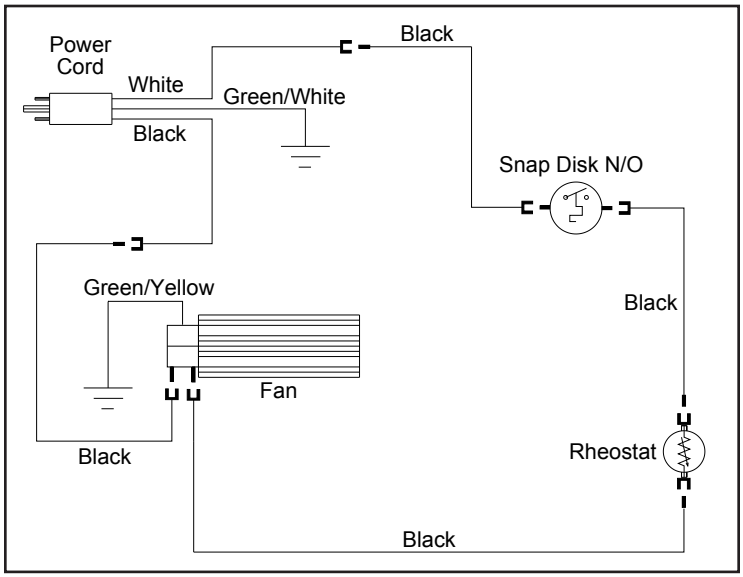

Figure 48: Wiring Diagram for Electric Fan.
4. Open the pedestal door and remove the four (4) T-20 screws holding the Control Panel in place.
5. Fit the Fan Unit into the cabinet being careful to work around the gas and pilot lines. The fan will fit up behind the gas valve. With an extension driver, fasten the Fan Unit in place with four (4) T-20 screws provided.
8. Plug in all the electrical connections as indicated in Figure 48. This includes the Fan Controller, Temperature sensor and Fan Unit.